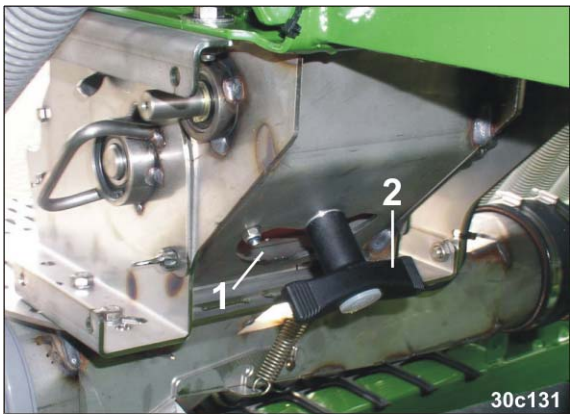

Fig. 178
6.2 Entleerungsklappe (Fig. 178/1) öffnen durch Drehen des Griffs (Fig. 178/2).